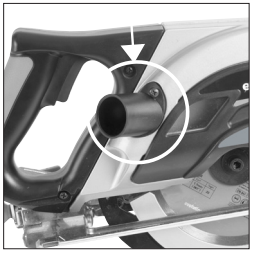

Fig. 11
- Montez le tuyau d'échappement à la place du cache **(Fig. 11)**.